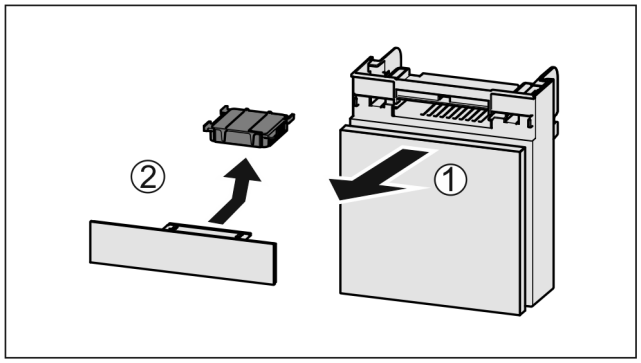

*Fig. 225*
▶ Extrageți *Fig. 225 (1)* compartimentul către înainte.
▶ Scoateți *Fig. 225 (2)* filtrul de cărbune activ.